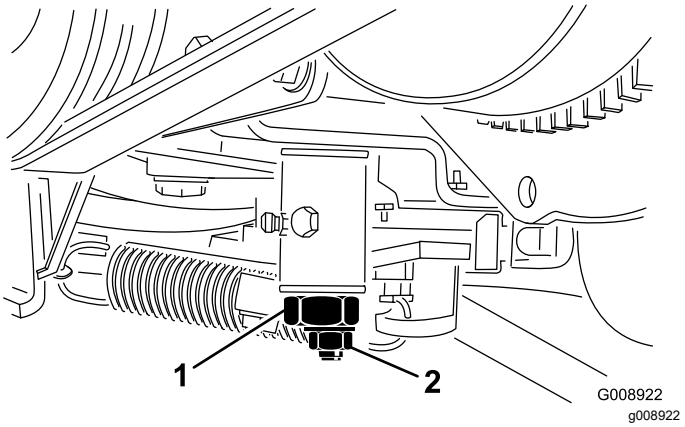

Figuur 60
3. Draai de borgmoer op de afstelnok van de tractie los (Figuur 60).